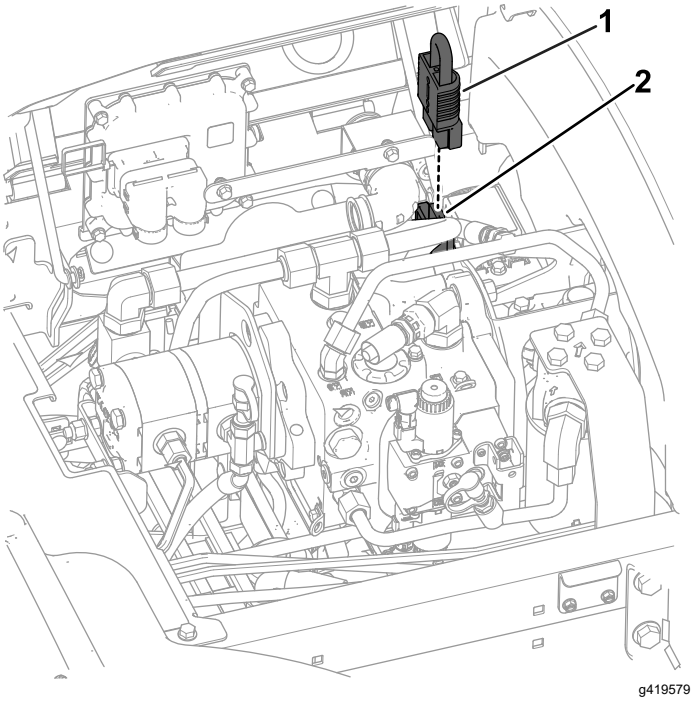

**Figuur 31**
1. Breng diëlektrisch smeervet aan op de raakvlakken van de onderbrekingskabel van de accu (Figuur 31).